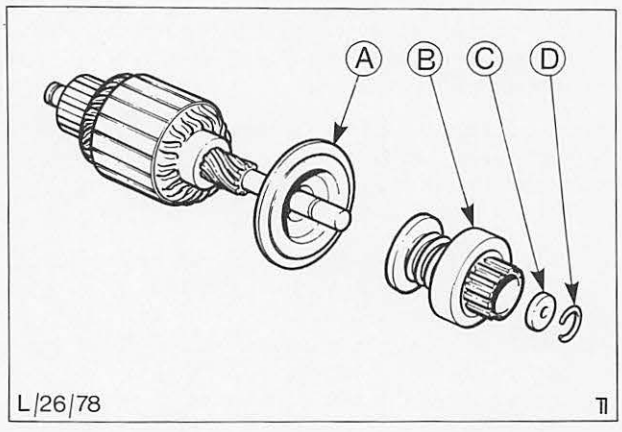

Abb. 91 Einzelteile – Anker
b) Abbildung 91 zeigt die Einzelteile des Ankers.